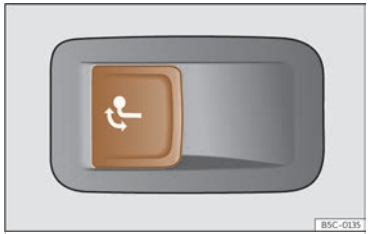

Fig. 209 Sur le côté gauche du coffre à bagages : touche pour déverrouiller le crochet d'attelage.
- Tirez la touche ››› **fig. 209** brièvement. Le crochet d'attelage se déverrouille électriquement et tourne automatiquement vers l'extérieur. Le témoin de la touche clignote.
- Tirez la touche ››› **fig. 209** brièvement. Le crochet d'attelage se déverrouille électriquement.
- N'appuyez jamais sur la touche ››› fig. 209 lorsqu'une remorque est accrochée ou qu'un porte-bagages ou d'autres accessoires sont montés sur l'attelage.